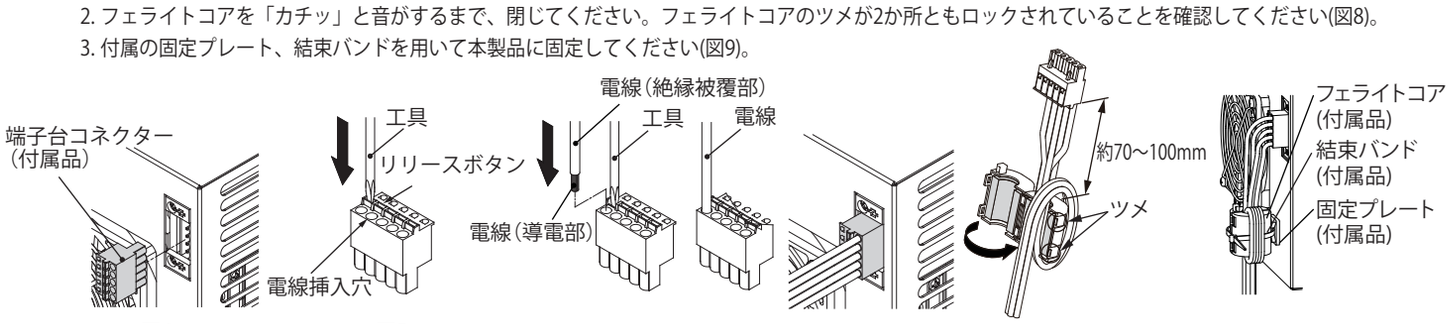

図4　図5　図6　図7　図8　図9
1. 端子台コネクターを本製品から外した状態にしてください。（図 4）